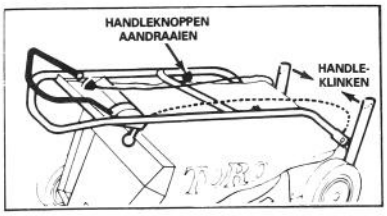

Afbeelding 1
1. Plaats de handles op één lijn en schroef de knoppen vast (Afb. 1). Buig de handleklinken enigszins naar elkaar toe.